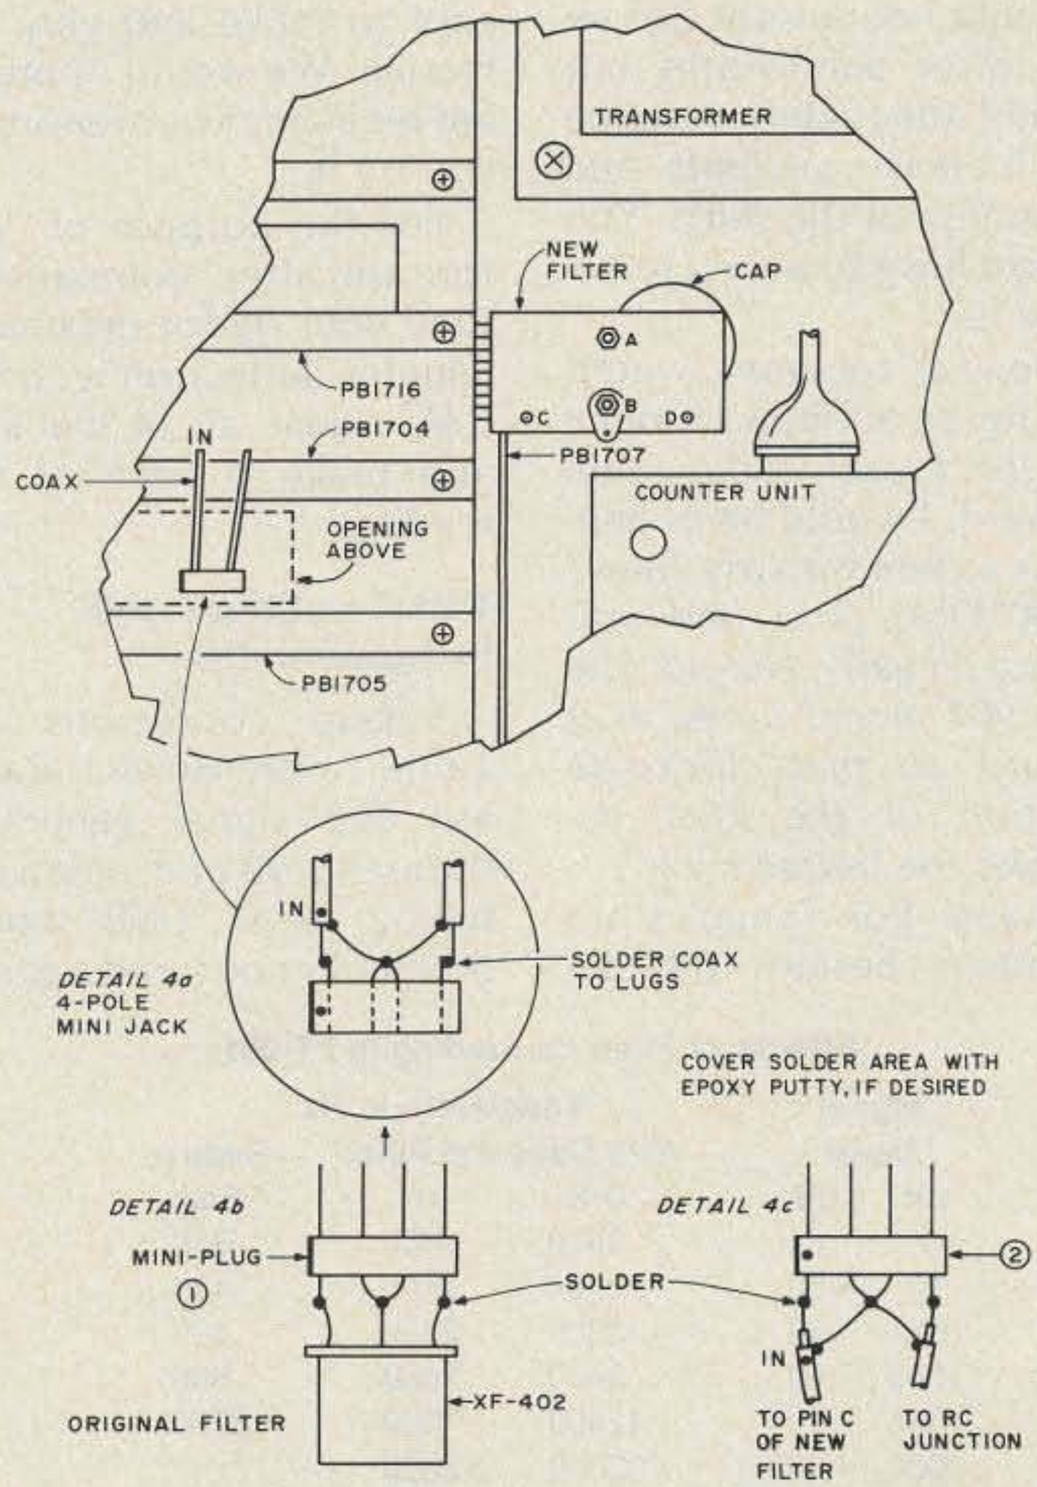

Fig. 4. Pictorial showing placement of new filter and its related connectors and cables.
6. This completes the work on the board. After bending the shield back to its original position, more or less, re-install it in its socket temporarily and bring the coax loop toward the front panel. Drop the black plastic panel into place after slipping the coax through the large rectangular opening in the black panel. Cut the coax at the front end of the opening. (See Fig. 4.) It is important to identify the IN lead with a bit of white tape, paint, etc. Once again, take off the plastic panel and remove PB-1704 to simplify making the connections shown in Detail 4a.
1. See Fig. 4. Mount the ground lug on filter stud B using the nut and star washer unless one is stamped into the lug itself. Rest the filter on top of the black cylindrical filter capacitor and slide it towards the left until it touches the metal shield of the circuit board compartment. It will be secured at this point later with special copper double-stick tape (for grounding the filter case) called a "Mount-It."